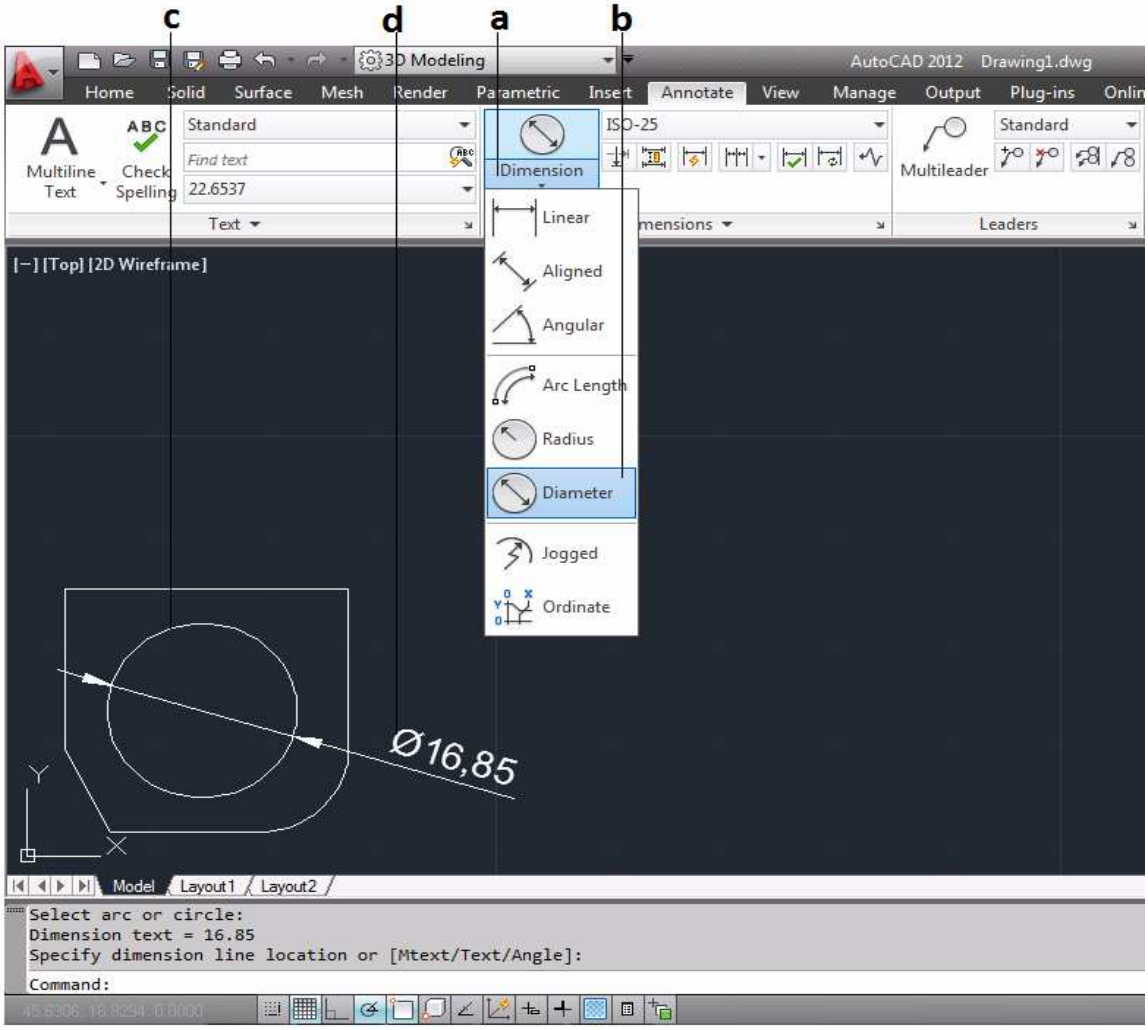

Figura 3.71 Acotado "Diametro"
a. Se da clic sobre el icono Dimensión [Dimension] para desplegar la lista de tipos de Cotas *(figura 3.71)*.
b. Se selecciona la herramienta Diámetro [Diameter] de la lista de tipo de cotas *(figura 3.71)*.
c. Se selecciona el arco o Circulo que se quiera acotar *(figura 3.71)*.
d. Con el puntero se indica donde se localizara la cota *(figura 3.71)*.